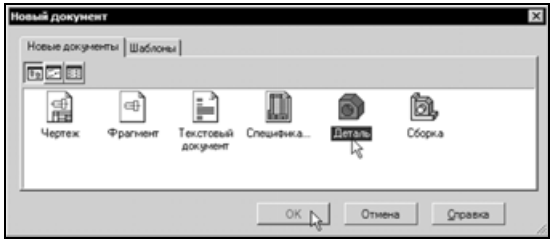

Рис. 2.13
- В диалоговом окне укажите тип создаваемого документа **Деталь** и нажмите кнопку **OK** (рис. 2.13). На экране появится окно новой детали.